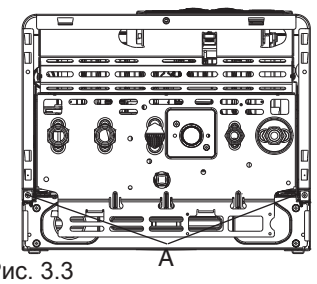

Рис. 3.3
- Отвинтите винты «А», которые держат облицовку (рис. 3.3)